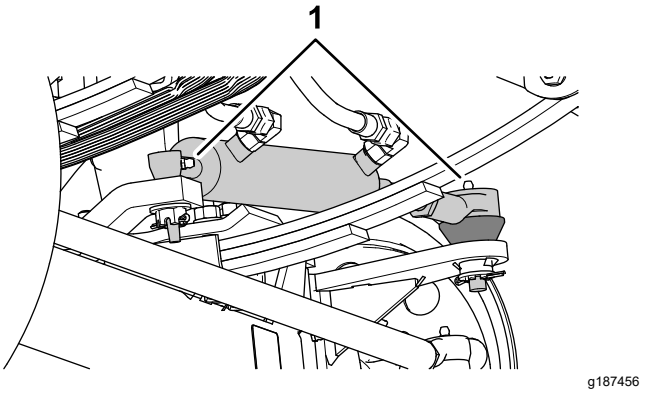
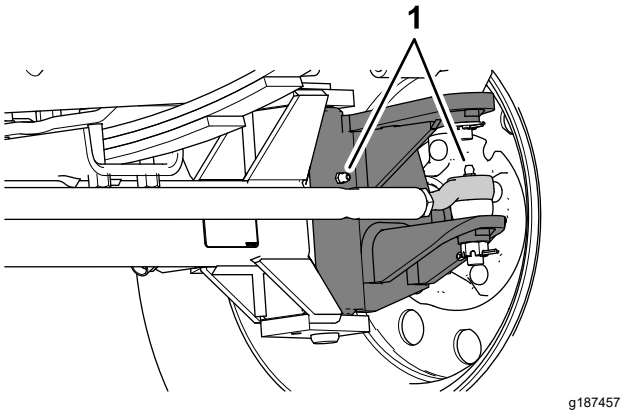

Figura 66
Figura 67
1. Limpie los engrasadores (Figura 66 y Figura 67).
2. Bombee grasa en los engrasadores (Figura 66 y Figura 67).
Nota: La ubicación de los engrasadores se indica en Figura 66.